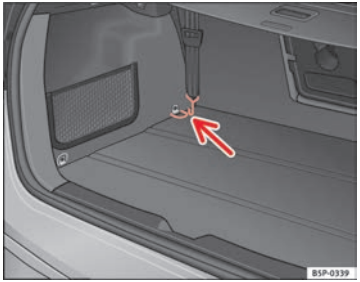

Fig. 124 Fastening rings for the separation net
– Hook the belts into the front fastening rings to tense the net ⇒ Fig. 124. ■